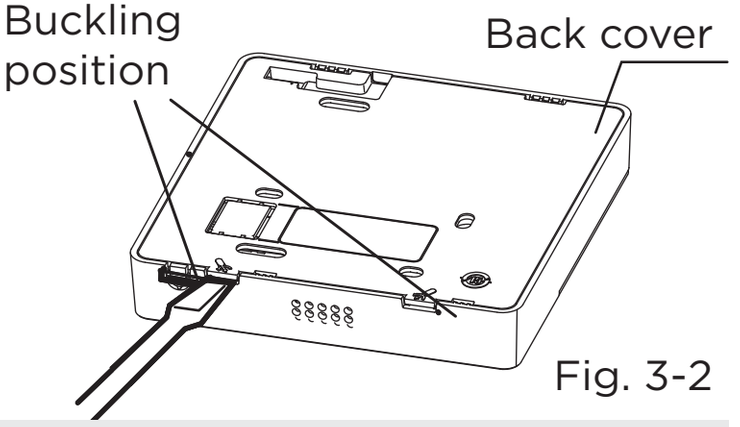

Fig. 3-2
- Insert a slot screwdriver into the slots in the lower part of the wired controller (2 places), and remove the upper part of the wired controller. (Fig. 3-2)